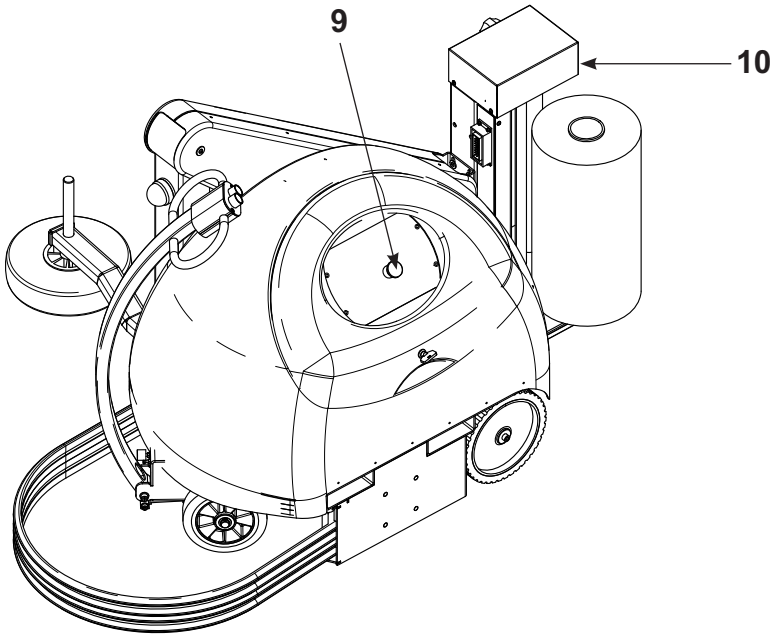

Fig. 5.8
La macchina è dotata di pulsante di emergenza a fungo **(9)** (Fig. 5.8).
A fine lavorazione, per periodi anche brevi di inoperatività è obbligatorio portare la macchina in condizioni di sicurezza (vedi Fig. 5.8).
La máquina cuenta con una seta de emergencia **(9)** (Fig. 5.8) cuya activación provoca la parada inmediata de la máquina. Para reencender la máquina es necesario girar el pulsador de seta hasta rearmarlo y accionar el pulsador RESET para reactivar el panel de mando.
a) bajar el carro hasta el suelo **(10)** (Fig. 5.8),
b) apagar la máquina pulsando el botón de emergencia **(9)** (Fig. 5.8).